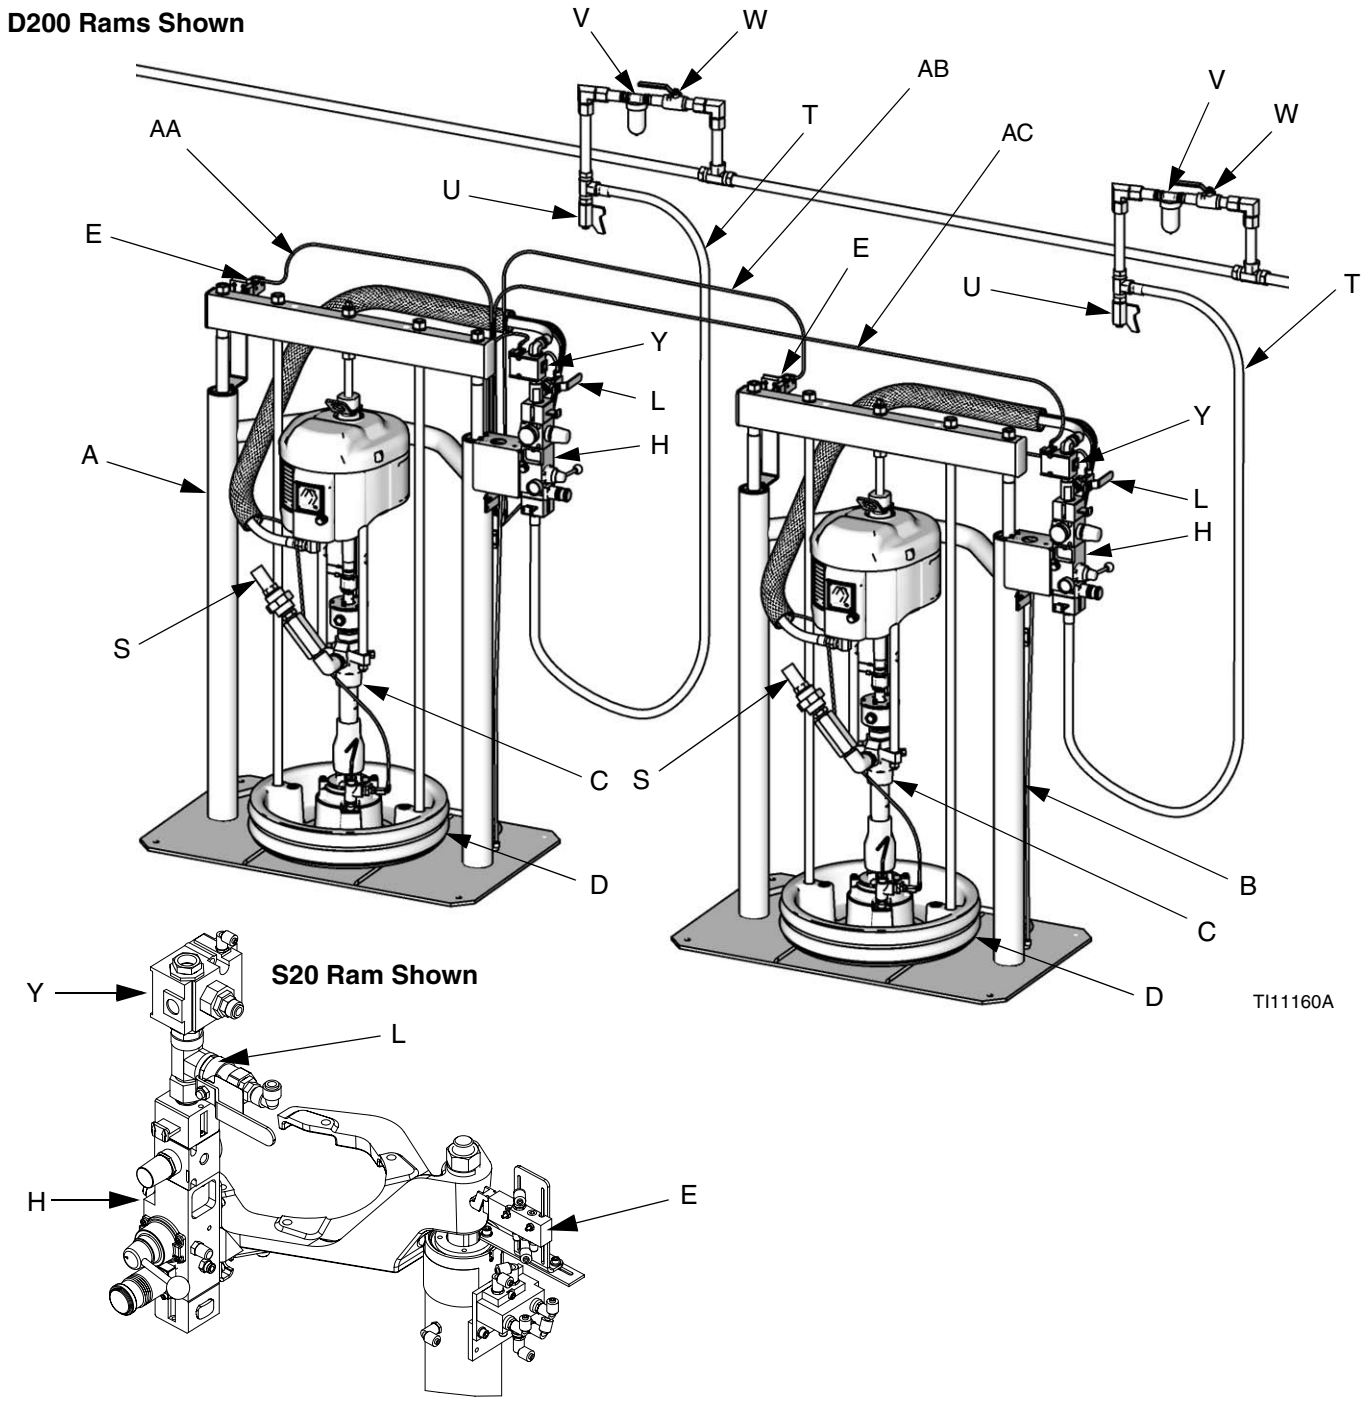
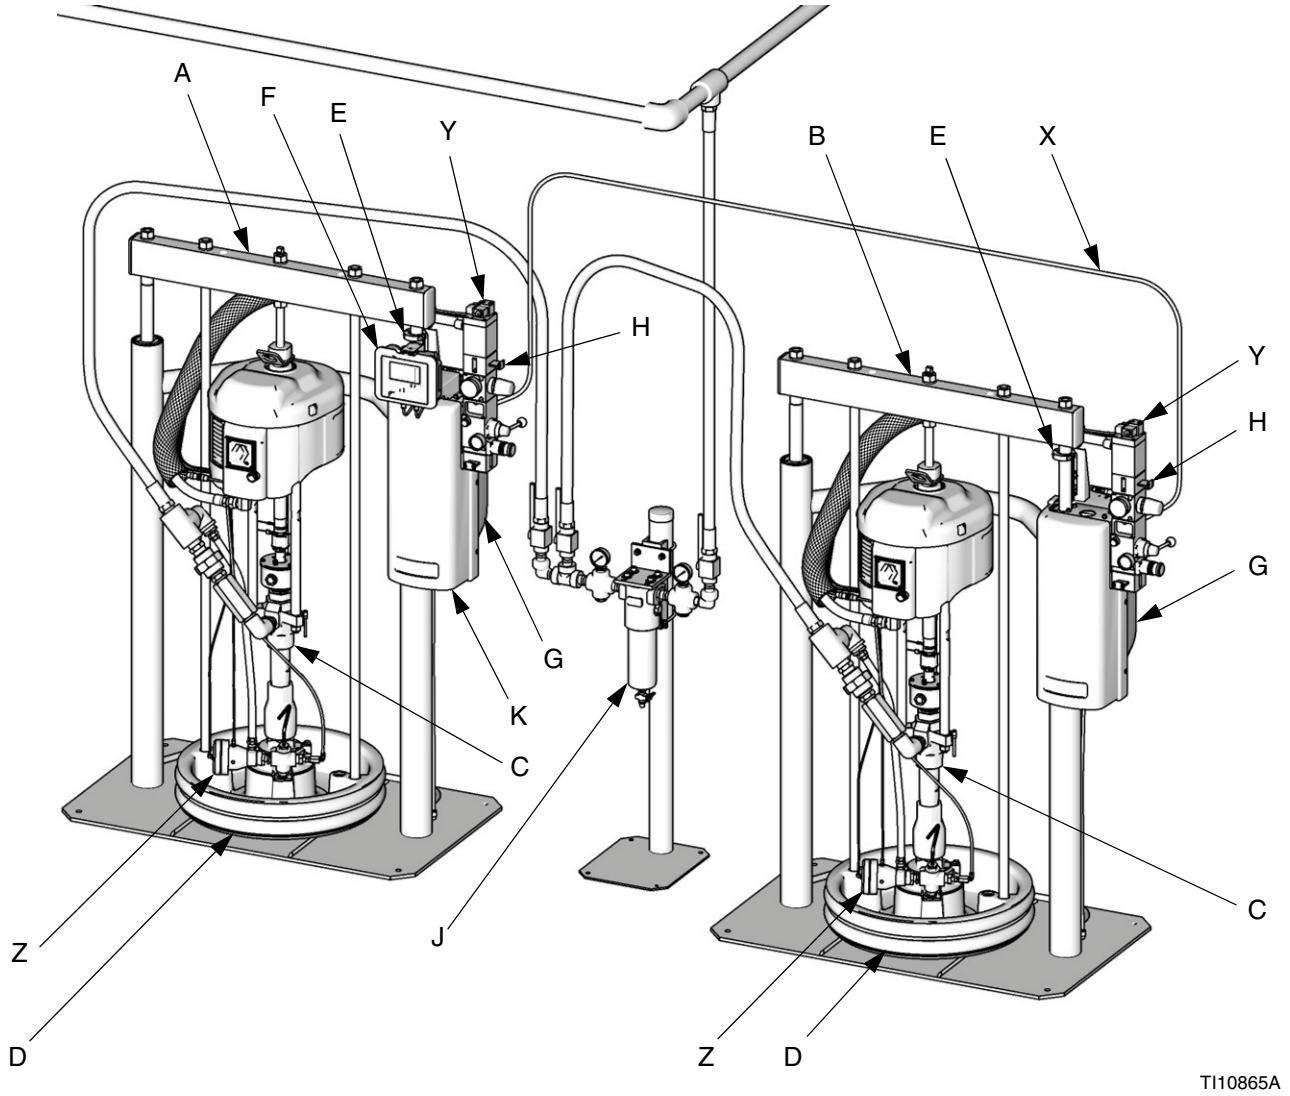

FIG. 2: Component Identification, Pneumatic Crossover
FIG. 3: Component Identification, Electronic Crossover
See FIG. 2 on page 13 (for pneumatic crossover systems) and FIG. 3 on page 15 (for electronic crossover systems) for examples.
- **Main air slider valve (BA):** turns air on and off to the system. When closed, the valve relieves pressure downstream.
- **Ram air regulator (BB):** controls ram up and down pressure and blowoff pressure.
- **Ram director valve (BC):** controls ram direction.
- **Exhaust port with muffler (BD)**
- **Air motor regulator (BE):** Controls air pressure to motor.
- **Air motor slider valve (BF):** turns air on and off to the air motor. When closed, the valve relieves air trapped between it and the air motor. Push the valve in to shutoff. **Remote DataTrak:** The air solenoid (Y, FIG. 2), the air motor slider valve (BF), and the main air slider valve (BA) must be open for air to flow. (See Remote DataTrak Setup section in Supply Systems operation manual 313526.)
- **Blowoff button (BG):** turns air on and off to push the platen out of an empty drum.
See FIG. 2.
FIG. 2. shows a pneumatic crossover system. Refer to manual 313526 (supplied) for ram installation and operating instructions. The pneumatic crossover operates as follows:
Key to FIG. 2:
D200 and D60 sizes are used in electronic crossover systems. See FIG. 3. Before you install the system, you should be familiar with the following components.
Key to FIG. 3: